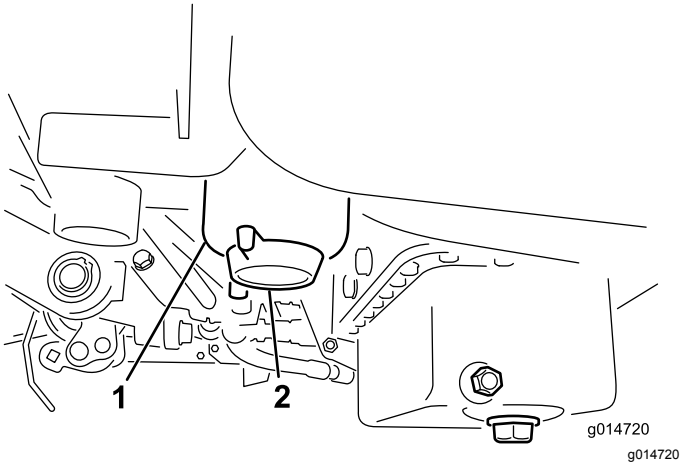

Rysunek 30
3. Odkręć korek spustowy na filtrze paliwa, wykonując około jeden obrót, i zlej całą zgromadzoną wodę (Rysunek 30).